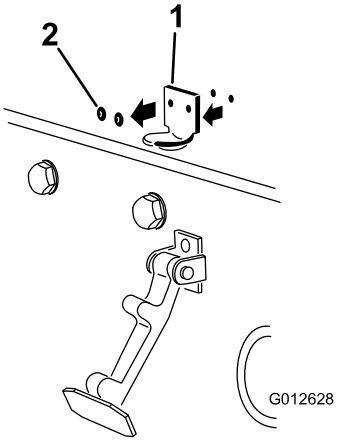

Figur 6
2. Fjern de to naglene som fester panserlåsbraketten til panseret (Figur 6). Fjern de to panserlåsbrakettene fra panseret.